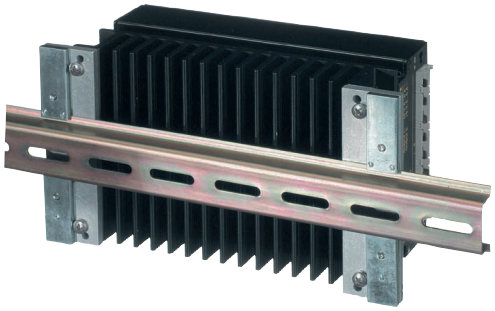

*Fig. 49*
– DIN-rail mounting assembly HZZ0615-G (DMB-K/S); see fig. 49